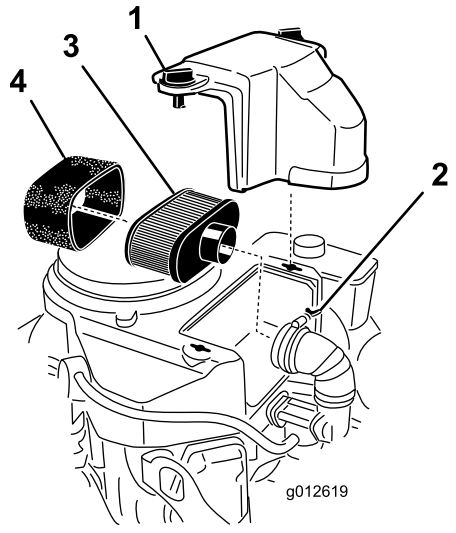

Figure 41
3. Nettoyez la surface autour du filtre à air pour éviter que des impuretés n'endommagent le moteur en tombant à l'intérieur (Figure 41).
4. Dévissez les boutons du couvercle et déposez le couvercle du filtre à air (Figure 41).
5. Dévissez le collier et déposez l'ensemble filtre à air (Figure 41).
6. Sortez délicatement l'élément en mousse de l'élément en papier (Figure 41).
1. Nettoyez l'élément en papier en le tapotant pour faire tomber la poussière. S'il est très encrassé, remplacez-le par un neuf (Figure 41).
1. Glissez délicatement l'élément en mousse sur l'élément en papier (Figure 41).
2. Posez l'ensemble filtre à air sur sa base ou sur le flexible et fixez-le en position (Figure 41).
3. Mettez le couvercle du filtre en place et serrez le bouton (Figure 41).